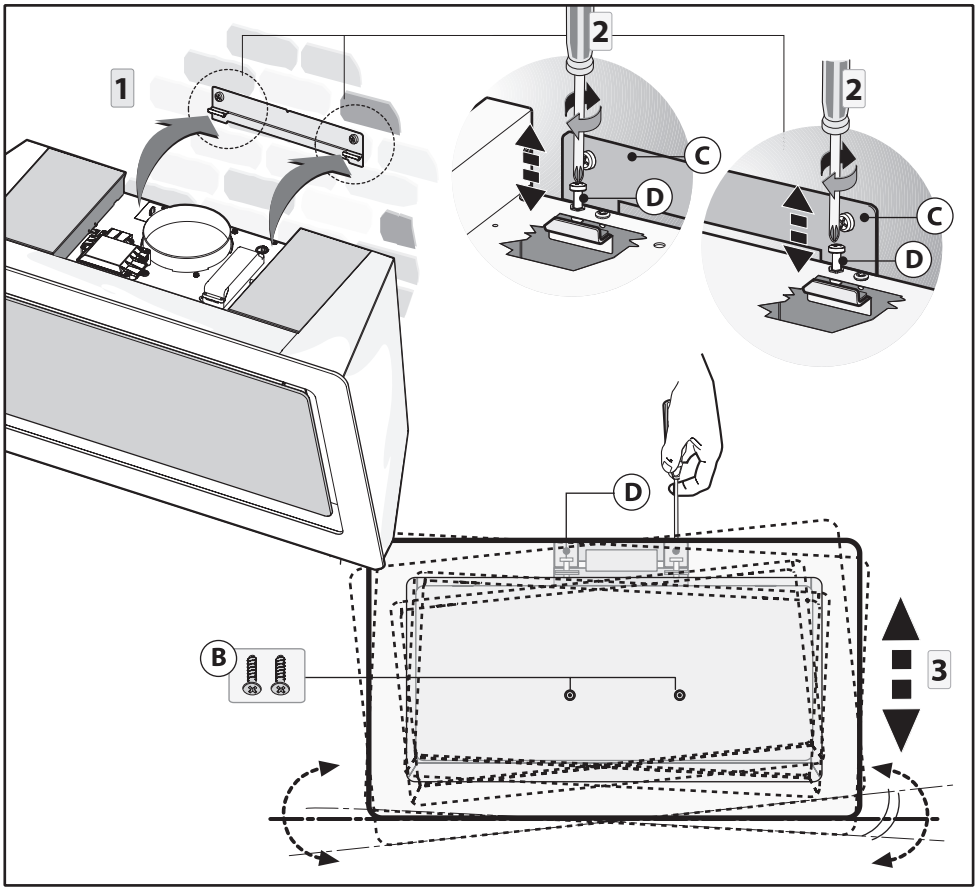

Fig.4
- Veiller à ce que les 2 vis de mise à niveau (rep **D**, fig.4) ne soient pas serrées.
- Lever la hotte et accrocher-la sur l'étrier **C** (n° 1, fig. 4).
- Mettez la hotte de niveau en agissant sur les deux vis de mise à niveau (**n° 2 et 3**, fig.4).
- Une fois que le réglage est fait, fixer la hotte définitivement en utilisant les vis **B** (**n° 3**, fig.4).